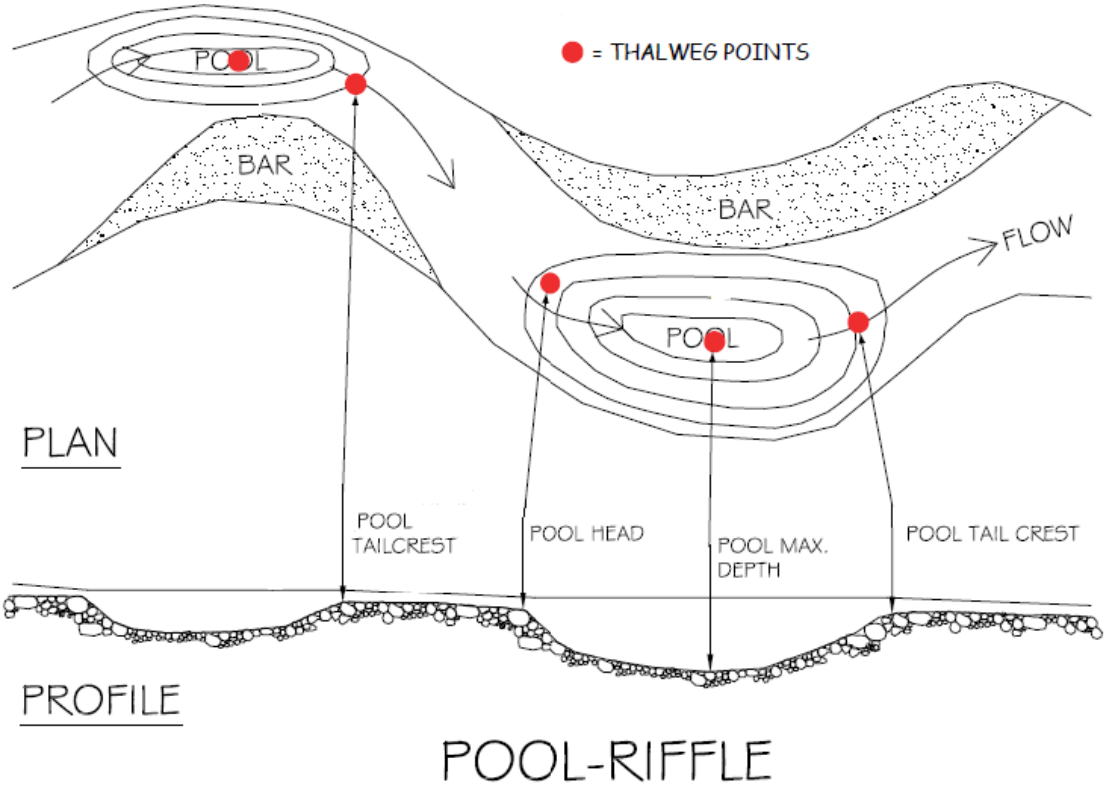

Figure 10— Diagram of pool features in a pool-riffle system including thalweg, pool head, maximum pool depth and pool tail crest.
2. Pools are bounded by a head crest (upstream break in streambed slope) and a tail crest (fig. 10).